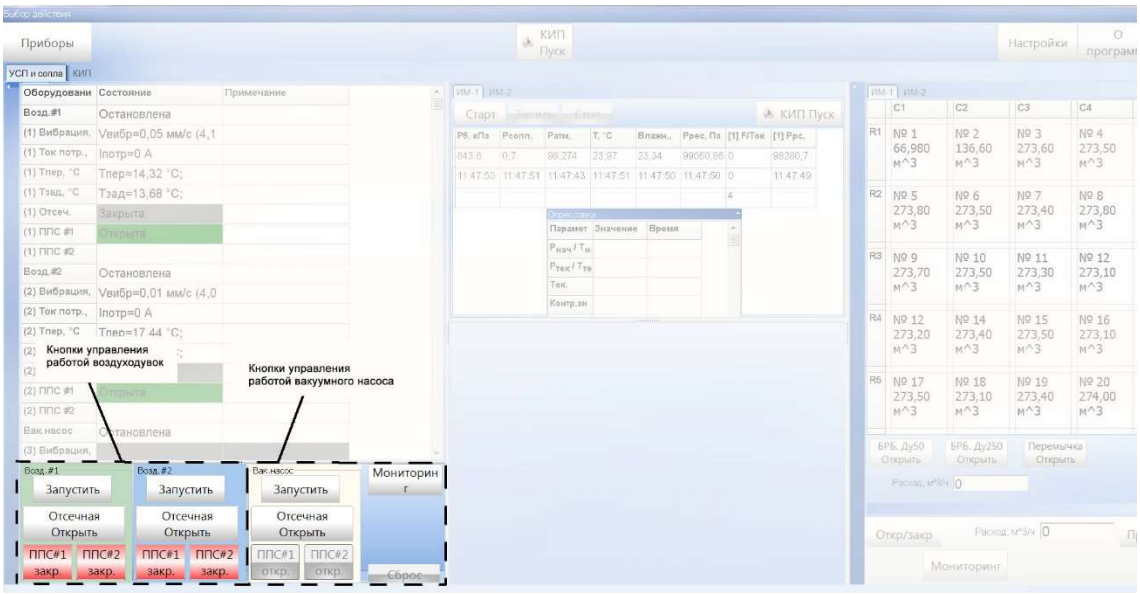

Рисунок 39 – *Кнопки управления работой устройств создания потока*
7.3.4.13 Если воздуходувки (вакуумный насос) находятся в выключенном состоянии, перейти во вкладку «УСП и сопла» (рис.39) и запустить нужные устройства создания потока. При нажатии на кнопку «Запустить» в подвкладке, связанной с вакуумным насосом, открывается его отсечная задвижка, затем запускается вакуумный насос. Если кнопка «Запустить» нажимается в подвкладке какой-либо воздуходувки, то при закрытой отсечной задвижке открываются противопомпажные сопла воздуходувки, затем происходит запуск воздуходувки. Отсечная задвижка воздуходувки открывается либо по команде оператора, либо в автоматическом режиме при соответствующих настройках программы поверки прибора. Противопомпажные сопла открываются и закрываются в автоматическом режиме в зависимости от величины воспроизводимого расхода.